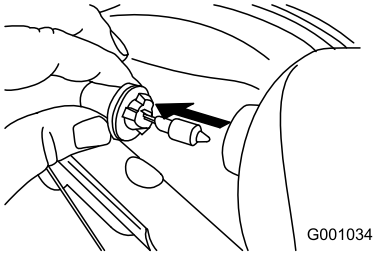

Figur 59
3. Fjern pæren direkte fra forlygtens bagside (Figur 59).